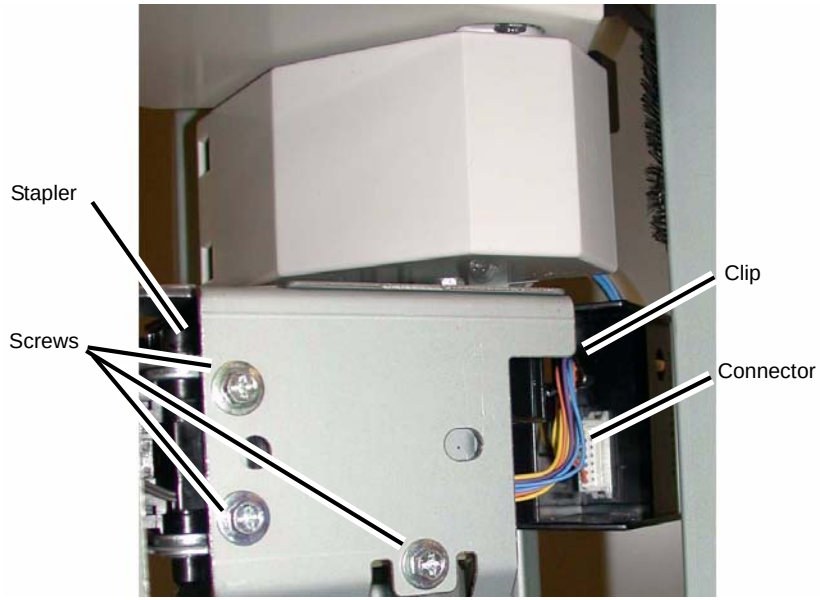

Figure 4 Removing the Stapler
8. Remove the Stapler (Figure 4).
c. Remove the Screws (3).